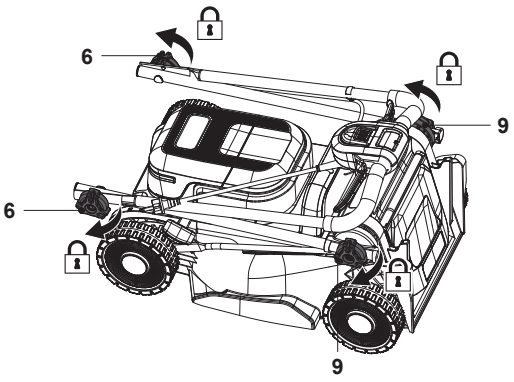

Fig. 23
8. Înainte de depozitarea verticală, pentru a economisi spațiu, poți plia mânerul superior. Blochează conexiunile rotind cele patru butoane de blocare (6, 9) pentru a evita extinderea (fig. 23).